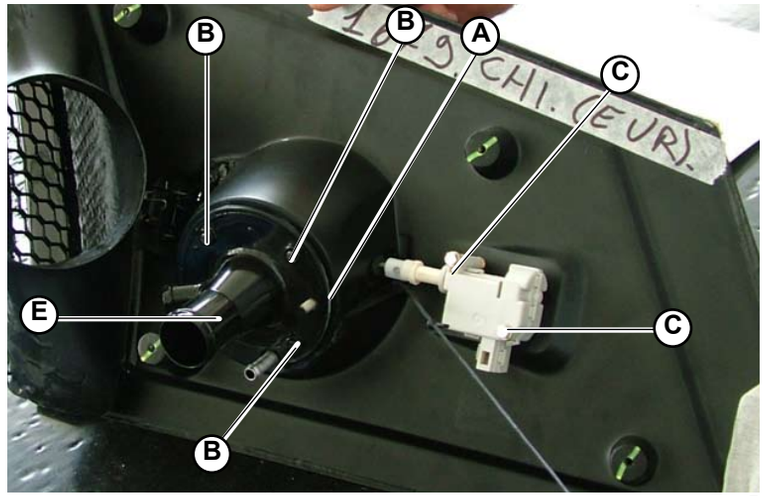

Fig.5
1. To assemble the petrol filler, insert the gasket (**A-Fig.5**) and tighten the 4 screws (**B-Fig.5**).
2. To assemble the actuator, use the 2 screws (**C-Fig.5**).
4. Connect the petrol tank to the fuel filler (**E-Fig.5**) using the pipe.